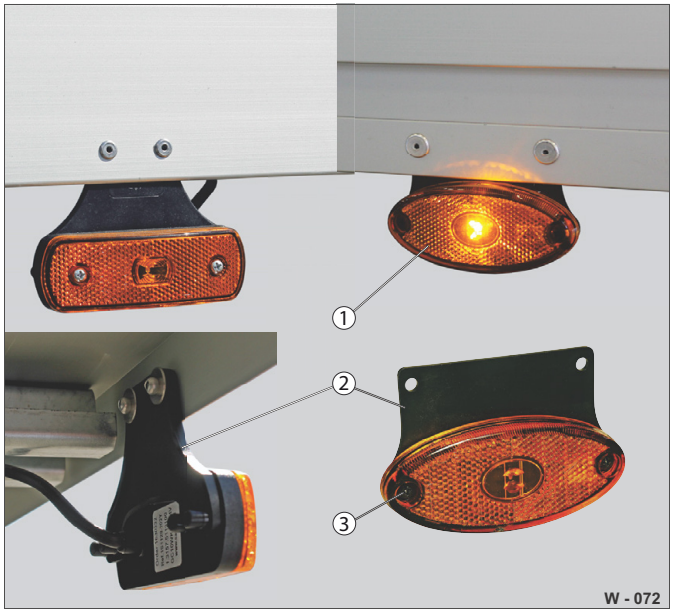

Abb. 74 Boční obrysová světla
▶ Vadná LED světla (Abb. 74/1) nechejte vyměnit ve specializované dílně.